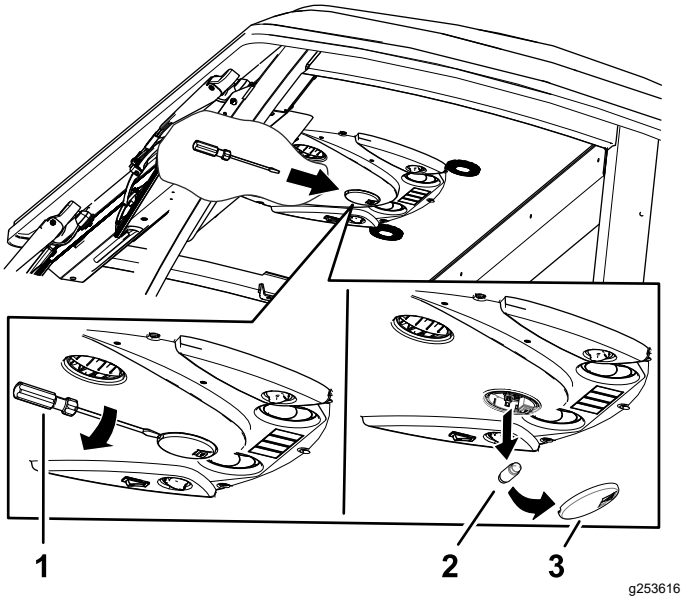

Figur 89
1. Använd en skruvmejsel för att ta bort lampglaset från kontrollpanelen. (Figur 89).
2. Ta bort lampan från lamphuset (Figur 89).